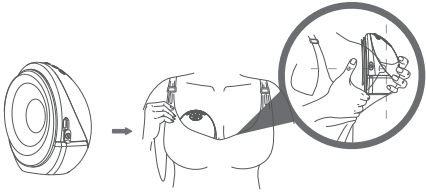

Abb. 26
a. Vergewissern Sie sich vor dem Abpumpen, dass die Pumpe fest und ohne Spalt auf Ihre Brust gedrückt wird (Abb. 26).